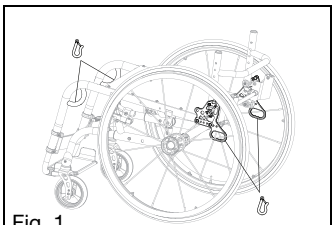

Fig. 1
- Fije los amarres de la silla de ruedas a los cuatro puntos de anclaje (dos delanteros, dos traseros) de la silla de ruedas equipada con la opción Tránsito (Fig. 1) cumpliendo con las instrucciones del fabricante de los amarres para silla de ruedas y con la norma RESNA WC-4, Capítulo 18 o ISO 10542-1, Parte 1.